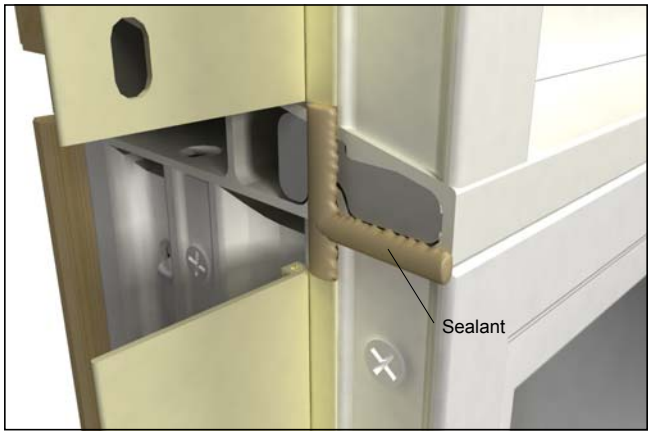

Figure 6
5. On all units factory or field mulled, mullion joints must be sealed prior to installation. Apply silicone sealant at mullions from the frame exterior edge to the drip cap/nailing fin kerf and across the kerf over the recessed mulling pin as shown in figure 6.